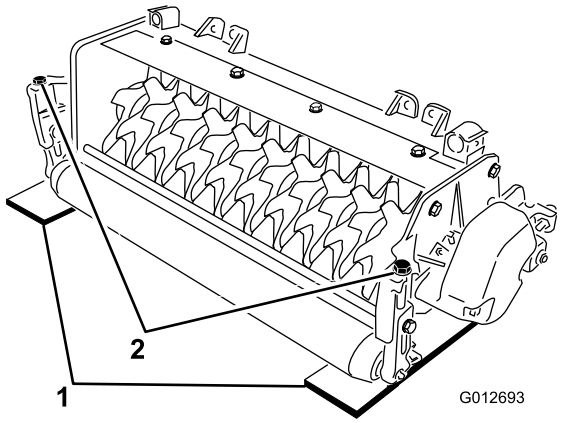

Figuur 4
2. Plaats 2 meetstaven van de gewenste mesdiepte onder de grond onder de voor- en achterrollen van de messenkooi van de verticuteerset (aan beide uiteinden van de messenkooi) (Figuur 4).
3. Draai de stelbout op elke maaihoogtebeugel (Figuur 4) zo, dat de messen van de messenkooi aan beide zijden contact maken met de horizontale ondergrond.